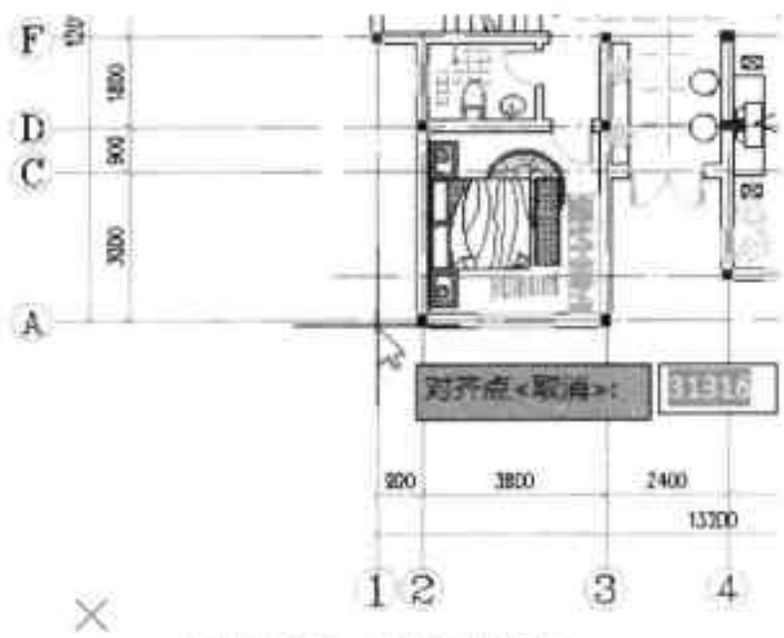

图18-92 选择对齐点
Step23 框选完成后，根据命令行的提示，选择 A 轴与 1 轴的交点为对齐点，如图 18-92 所示。